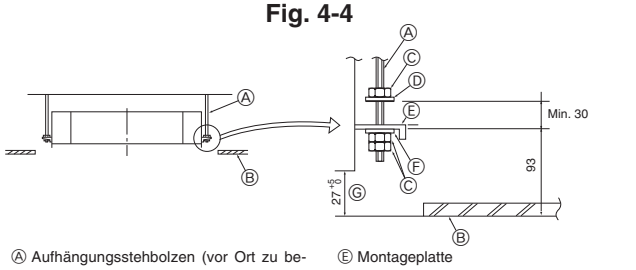

Fig. 4-5
4.5. Verfahren zur Aufhängung der Anlage (Fig. 4-5)